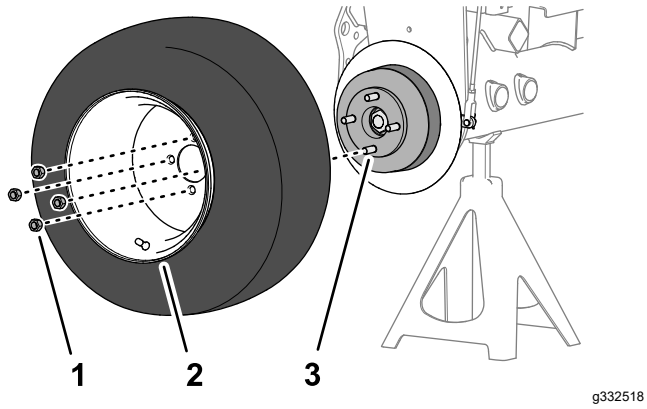

**Figur 74**
1. Monter hjulet til navet med de fire hakemutterne (Figur 74), og stram til hakemutterne for hånd.